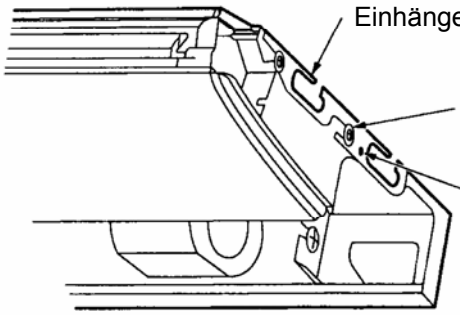

Abb. 5
5. Schrauben Sie die beiden Stellschrauben (M8) an der Halterung der Einhängevorrichtung fest (siehe Abb. 5).
6. Schrauben Sie die beiden Befestigungsschrauben (M6) an der Halterung der Einhängevorrichtung fest, damit sich das Gerät nicht verschieben kann (siehe Abb. 5).